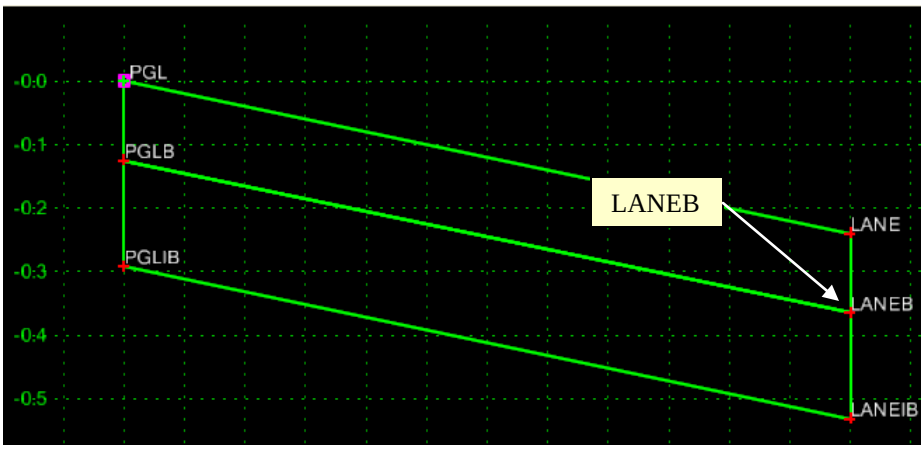

Figure L7-25 Create Template Grid
33.	**Complete the 2" Intermediate Pavement Layer shape.** • Left click on Point **LANEB**. • Right mouse click and select ***Finish***. • Verify your Component matches that shown in *Figure L7-25*. *This completes the addition of the 2" Intermediate Pavement Layer.*